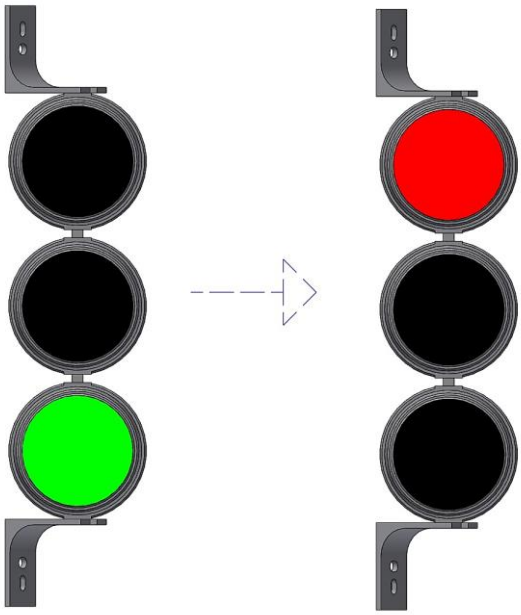

Rysunek 17
A. Wciśnij przycisk **S1 „STOP”** znajdujący się na panelu sterującym. Wentylator zatrzyma się z wolnym wybiegiem. Lampka zielona **H2** na panelu sterującym oraz lampa zielona na sygnalizatorze zgasną i zaświeci się **lampa czerwona** na sygnalizatorze – patrz Rysunek 17 poniżej.